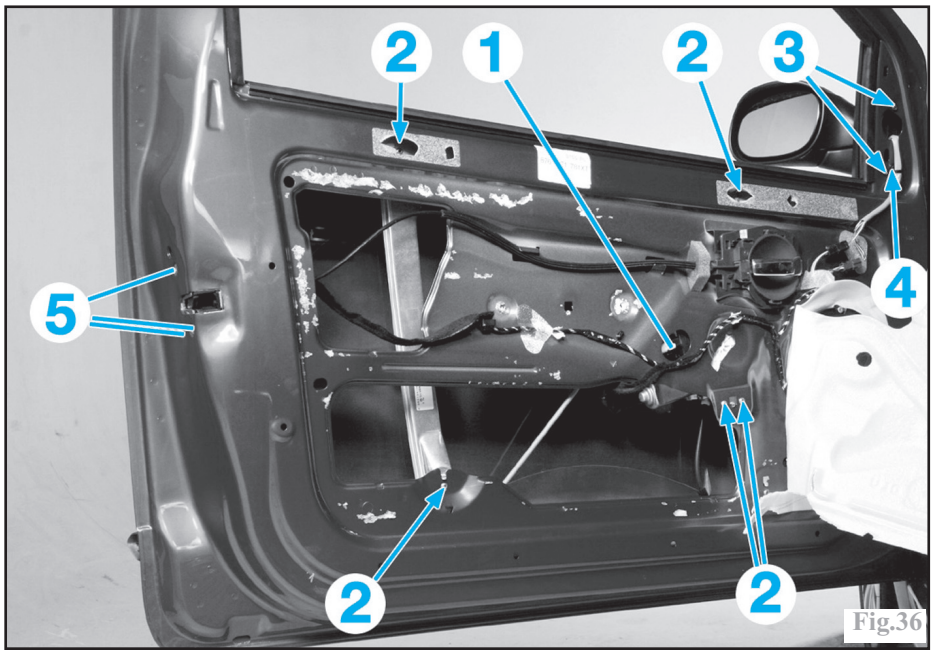

Fig.36
Débrancher le connecteur du moteur de lève vitre (1) (Fig.36).
Déposer les vis de fixation (5) de la serrure (Fig.36).
-les 2 vis de fixation (3) (Fig.36).